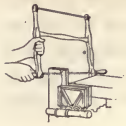

Fig. 31.
29. Using the Turning Saw.—For cutting curves in stock larger and heavier than can be handled with the coping saw, the turning saw is used. See Fig. 31. The saw may be used to cut, either by pulling it